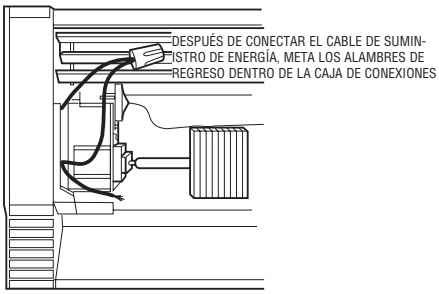

**Figura 8. Cableado a través de la abertura de la caja de conexiones**
4. Si el suministro de energía debe alimentar los calefactores en la caja de conexiones que está adyacente a otro calefactor, es más fácil que las conexiones de suministro de energía se realicen antes de la instalación del calefactor(s) en la pared. Si esto no es posible, las conexiones pueden realizarse a través de la abertura en las cajas de conexiones cuando la cubierta(s) delantera está removida. Vea la Figura 8.